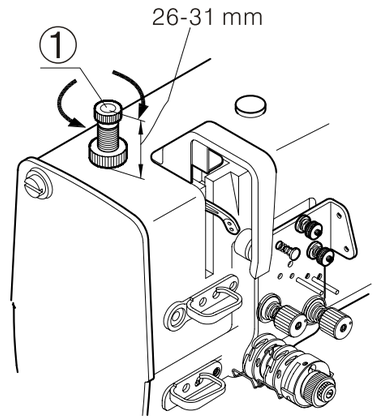

Fig. 39
5. Ajuste la presión del pie prénsatelas. (Fig. 39)